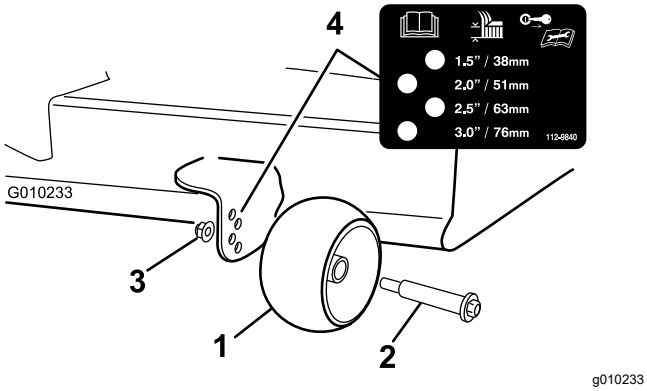

Figure 29
3. Réglez les galets anti-scalp (Figure 29) en fonction de la position de hauteur de coupe la plus proche.